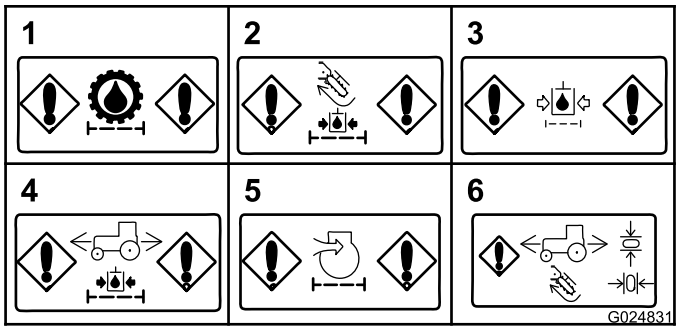

Bild 35
- **Verstopfung des Hydraulikladefilters (Getriebe):** Diese Meldung wird angezeigt, wenn der Hydraulikladefilter für das Getriebe verstopft ist (Bild 35).
- **Verstopfung des Hydraulikladefilters (Zubehör):** Diese Meldung wird angezeigt, wenn der Ladefilter für die Hydraulikanlage für das Zubehör verstopft ist (Bild 35).
- **Verstopfung des Hydraulikrücklauffilters:** Diese Meldung wird angezeigt, wenn der Hydraulikrücklauffilter verstopft ist (Bild 35).
- **Verstopfung des Hydraulikladefilters (Antriebsmotor):** Diese Meldung wird angezeigt, wenn der Ladefilter für den Antriebsmotor verstopft ist (Bild 35).
- **Verstopfung des Luftfilters (Motor):** Diese Meldung wird angezeigt, wenn der Luftfilter gewartet werden muss (Bild 35).
- **Anzeige für zurück auf Neutral-Stellung:** Diese Anzeige wird angezeigt, wenn Sie einen Vorgang versuchen, für den der Joystick oder das Fahrpedal in der Neutral-Stellung sein muss. Stellen Sie den Joystick oder das Fahrpedal in die Neutral-Stellung, bevor Sie den Vorgang fortsetzen (Bild 35).